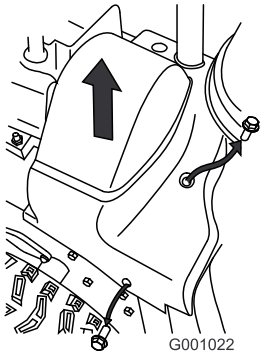

Figur 37
2. Lyft upp remkåpans högra sida (Figur 37).